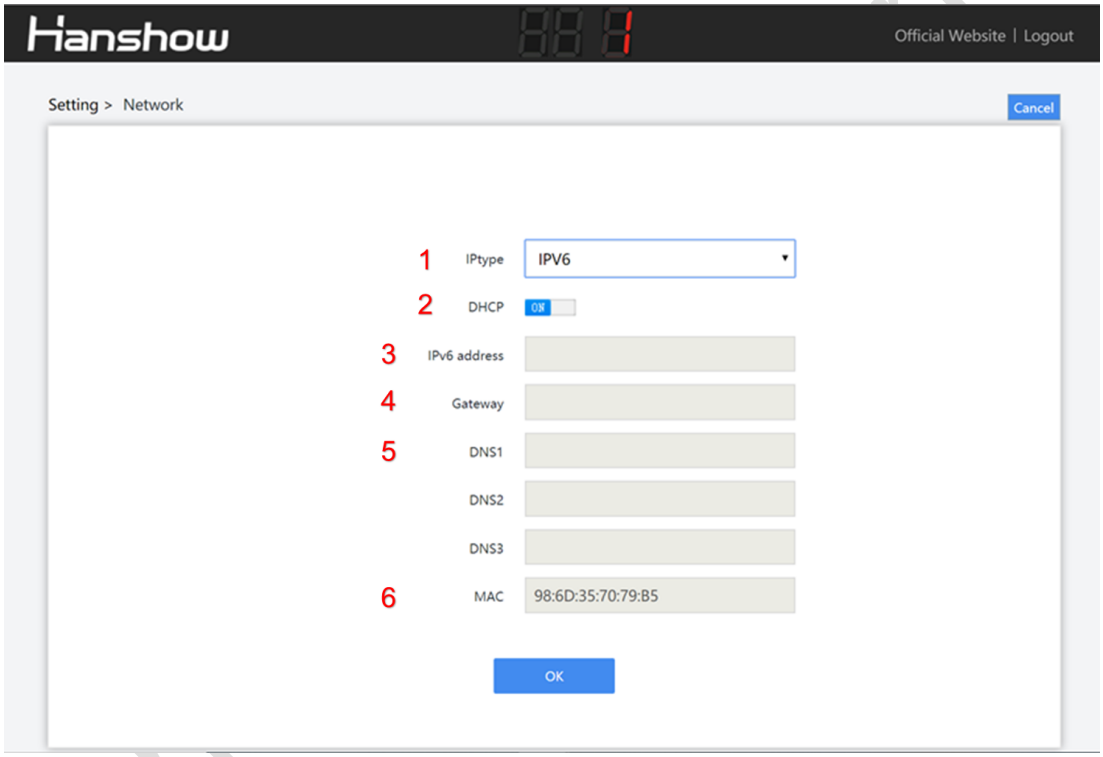

Figure 4-5 Network configuration page 2
- If IP type is IPv6, the configuration page is shown in *Figure 4-5*.